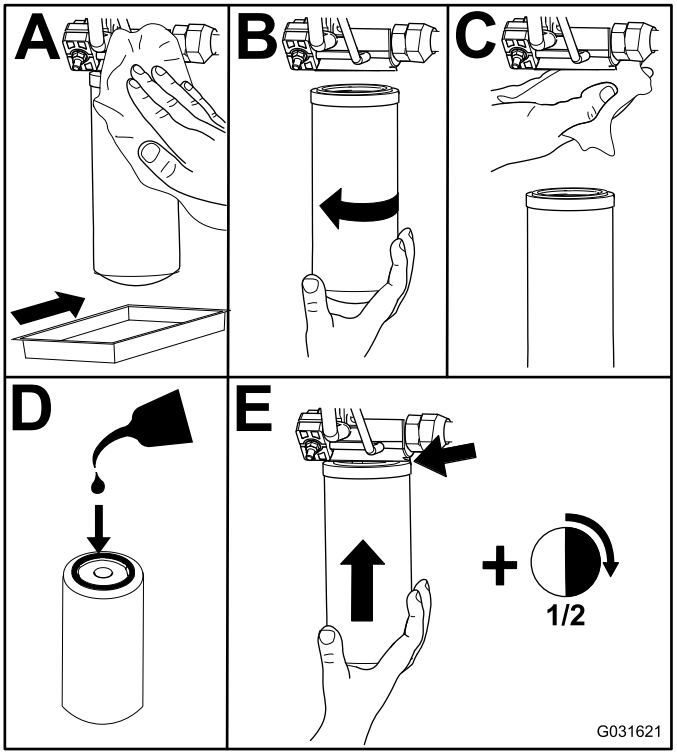

Bild 73
2. Tauschen Sie die Hydraulikfilter aus (Bild 73).